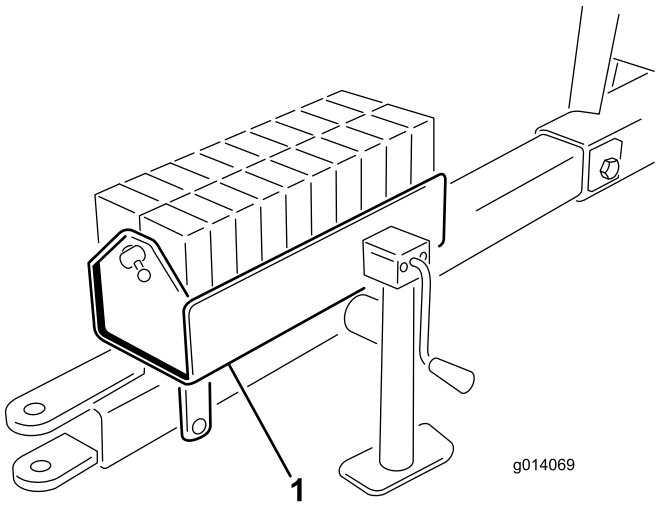

Figur 6
4. Monter vægtkassen på trækstangen med (2) 1/2 x 5–1/2 tommes bolte og låsemøtrikker, og tilspænd.
5. Fyld vægtkassen med vægtene, og monter stangen og tappen (Figur 6).